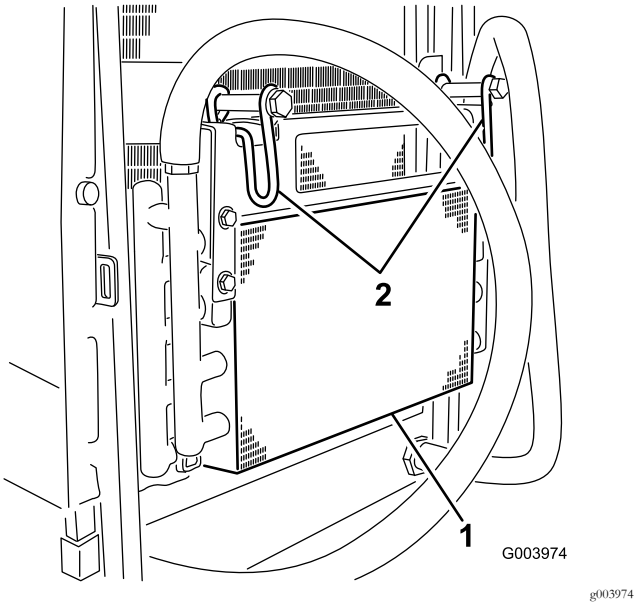

Figur 49
6. Vrid spärren inåt för att frigöra oljekylaren (Figur 49).